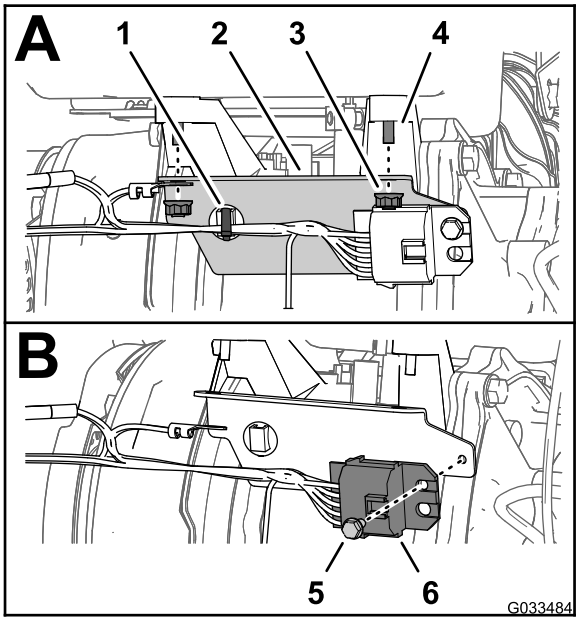

Figuur 7
A. Verwijder achteraan de motor de kabelbinder waarmee de kabelboom voor de vergrendelmodule aan de beugel van de kabelboom is bevestigd (A in Figuur 7).
B. Verwijder de 2 moeren waarmee de beugel van de kabelboom aan de motor bevestigd is (A in Figuur 7)
C. Verwijder de flenskopbout (10-24 x 3/8 inch) waarmee de vergrendelmodule is bevestigd aan de beugel van de kabelboom (Figuur 7).